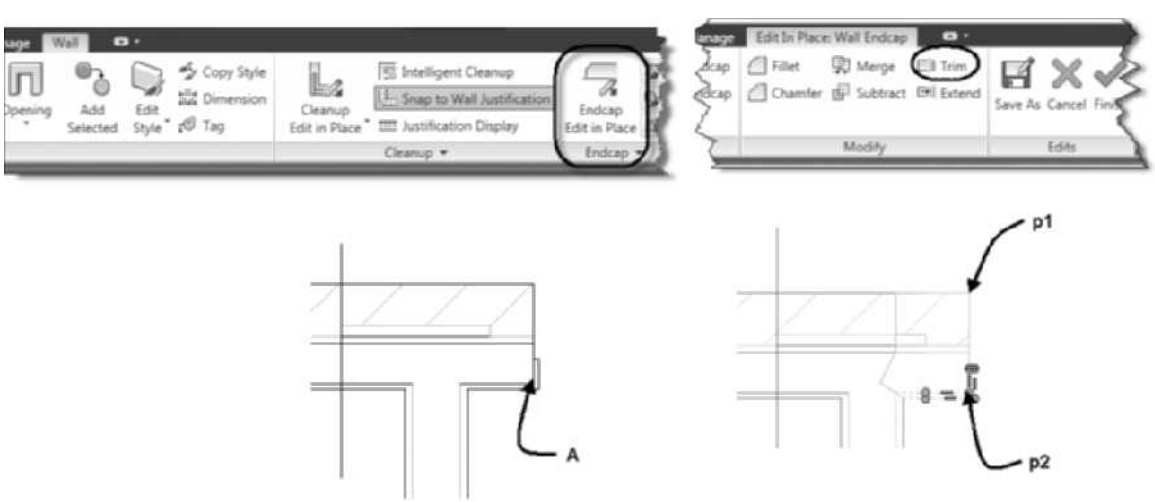

FIGURE 3.58 *In-Place Edit of wall endcap style new*
18. Move the cursor to point A and click to display the grips as shown in Figure 3.58. Choose Trim from the Edit In Place: Wall Endcap tab. Respond to the command prompts as follows:
Select an in-place edit profile: (Choose the endcap at p2 as shown in Figure 3.58.)